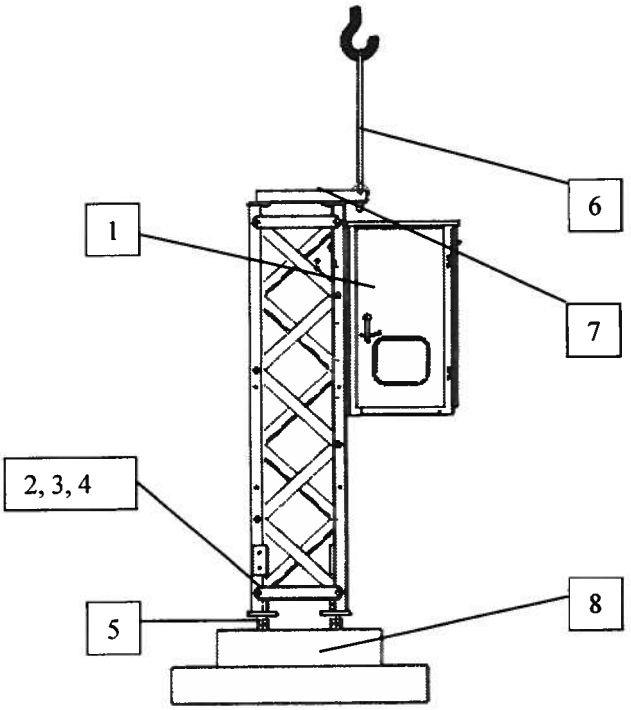

Figura 12 Instalación de la abrazadera del mecanismo de operación del interruptor de circuito en la base
5) Fije la tuerca del perno de anclaje a 1596 N • m, como se muestra en la Figura 12.